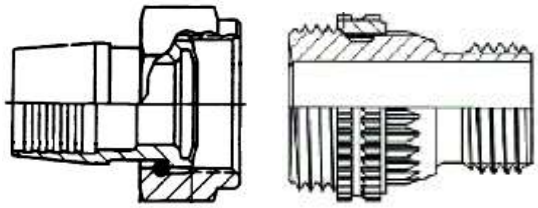

FIGURE 22 – TUBE AND HOSE BEAM SEAL NUTS USED IN CONJUNCTION WITH BEAM SEAL RING-LOCK PORT FITTING
- Tube and hose beam seal nuts used in conjunction with beam seal Ring-Lock port fittings. See Figure 22.